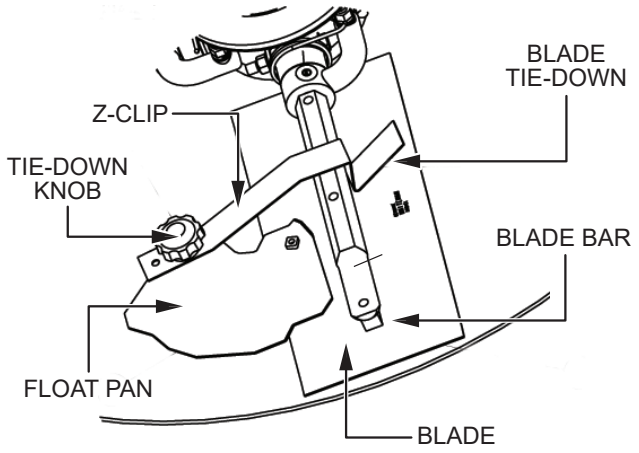

Figure 21. Float Pan Installation (Z-Clips)
1. Lift the trowel just enough to slide pans under the blades. Lower the trowel onto the pans with the blades adjacent to the Z-clips (Figure 21).
3. Secure the blade tie-downs to the far side of the Z-clip brackets with the tie-down knobs (Figure 21).
4. Make sure the blade edges are secured under the Z-clips, and the tie-downs are secured completely over the edges of the blade bar (Figure 21).